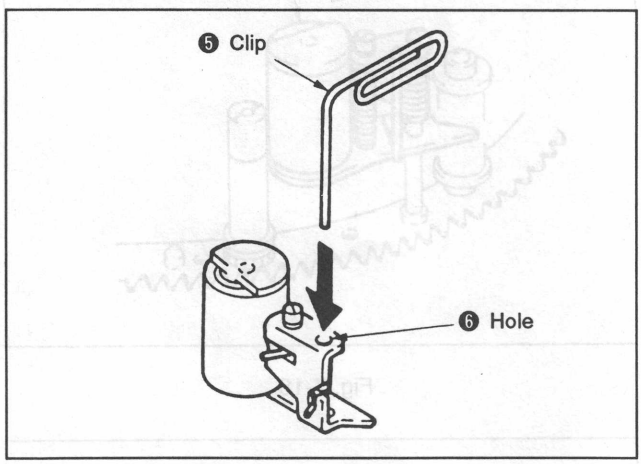

Fig. 7-21.
2) Insert the clip ❺ or another thin rod inside the pinch roller arm assembly hole ❻. (See Figs. 7-21. and 7-22.)